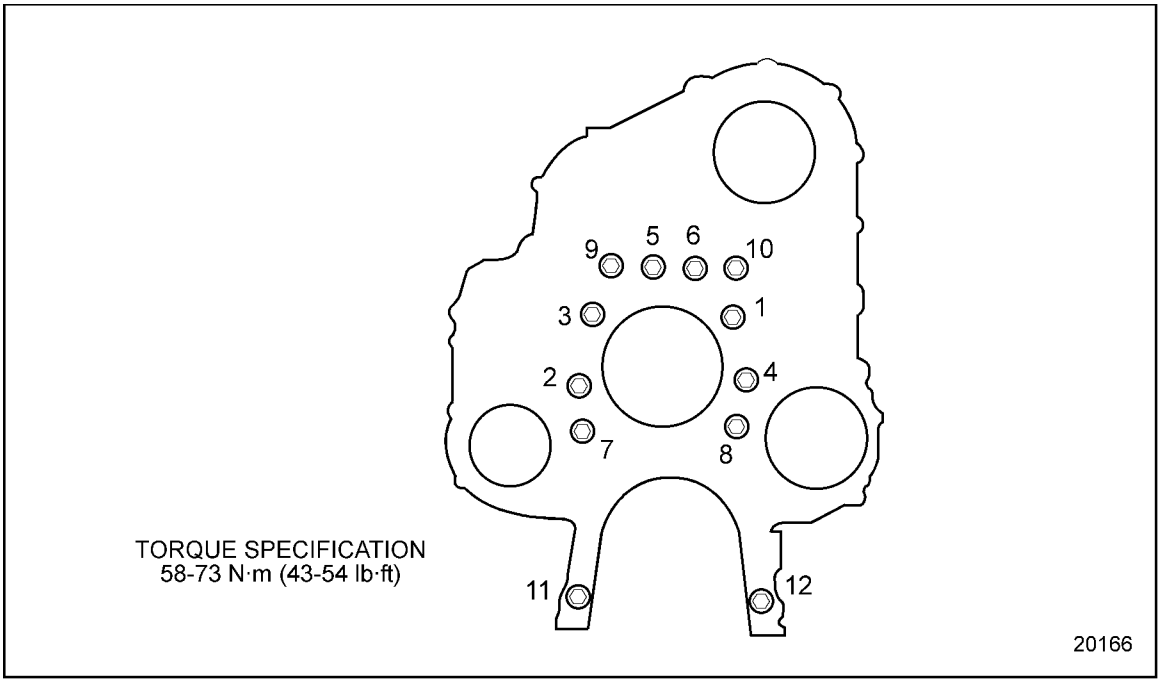

Figure 1-216 Gear Case Housing Bolt Torque Sequence
6. Torque the gear case-to-cylinder block bolts to 58-73 N·m (43-54 lb·ft). See Figure 1-216.